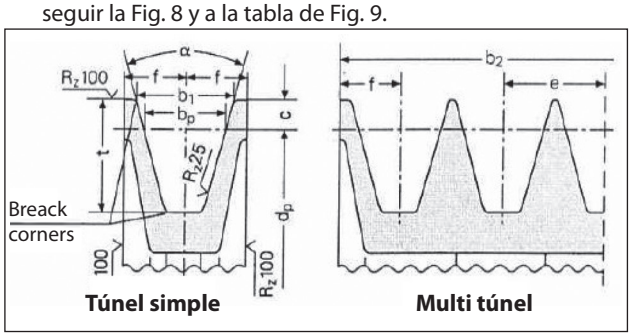

Fig. 8
a) Utilizar poleas con correas trapezoidales con las dimensiones del canal prescritas/recomendadas por el fabricante de la correa utilizada. A falta de indicaciones, seguir la Fig. 8 y a la tabla de Fig. 9.